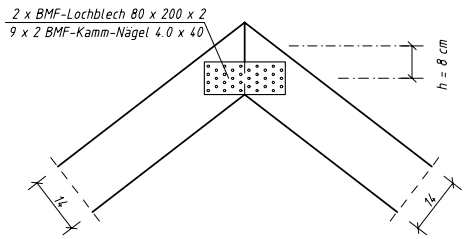

Bild 1.5 Firstpunkt mit BMF-Lochblech
- Variante 3: Firstpunkt mit BMF-Lochblech (Bild 1.5)